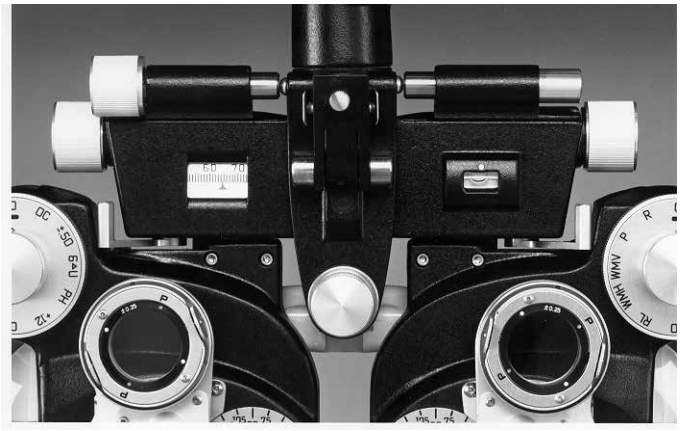

Figura TM-1 Palancas de convergencia hacia afuera (Pruebas de distancia)
1. Todas las pruebas de distancia (retinoscopía estática, subjetiva, fotometría) suelen hacerse con las palancas de convergencia en la posición más hacia afuera. Consulte la Figura TM-1.